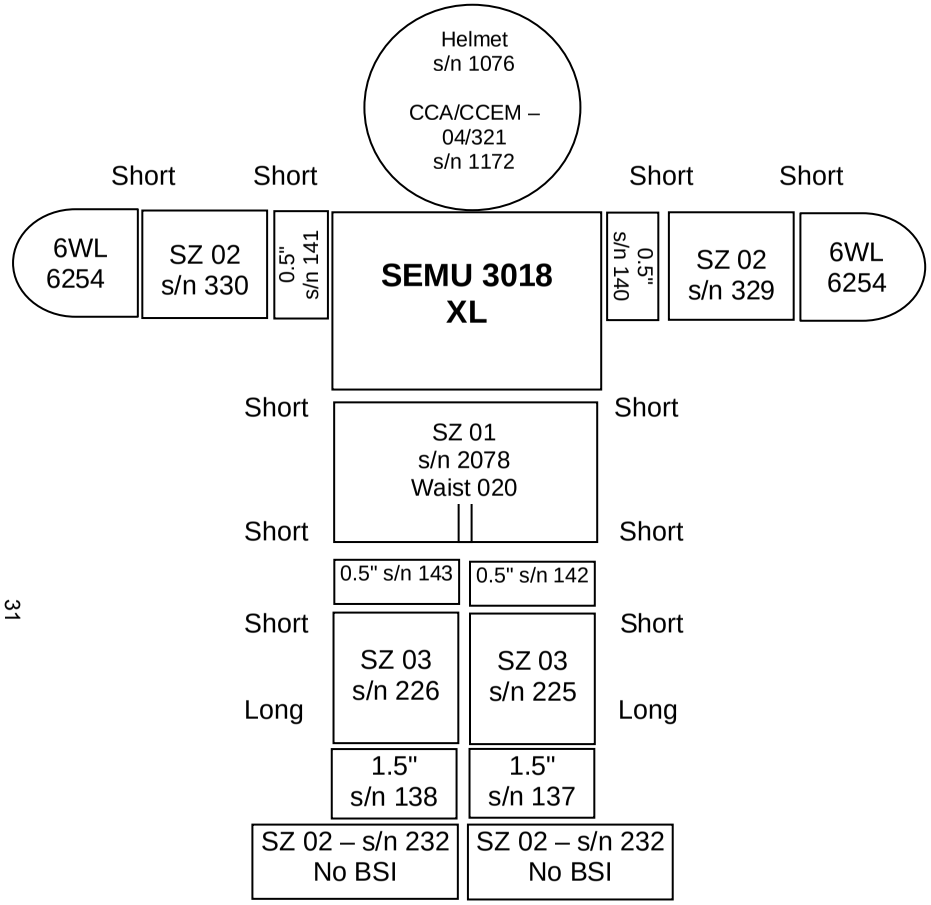
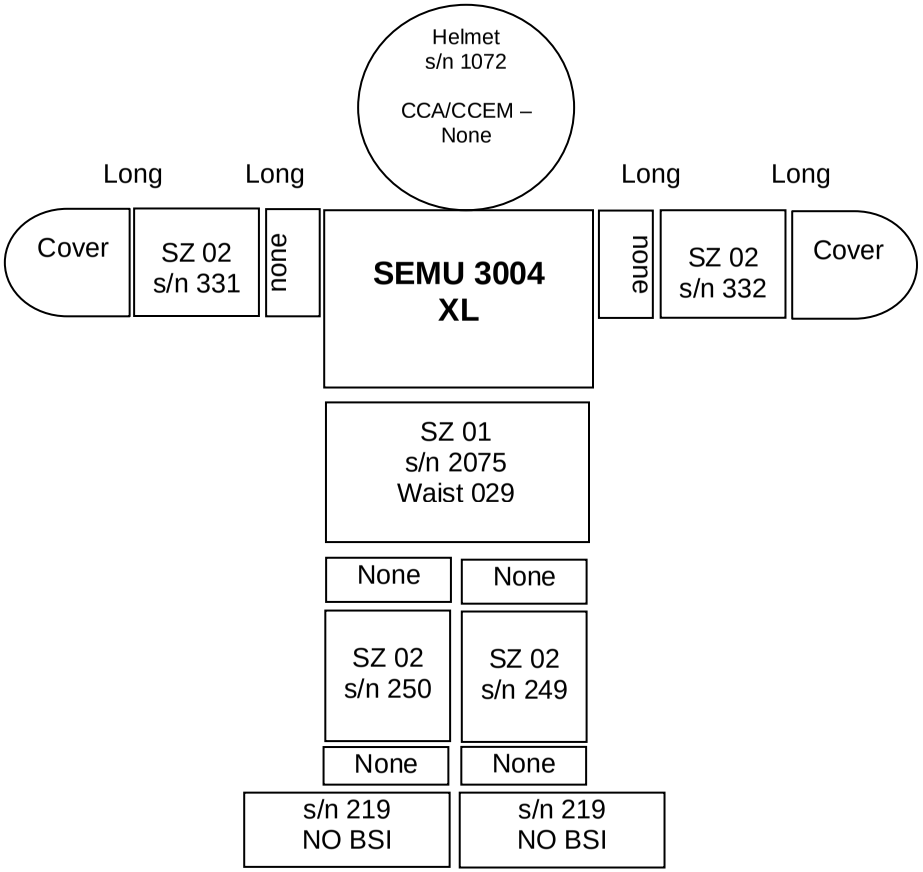

Figure 1 – Behnken (Be) – EMU 3018
Figure 2 – EMU 3004
Refer to Figure 1 for the final config of EMU 3018 and Figure 2 for the final config for EMU 3004.
1. The VIS Rotation Posts shown in Figures 2 and 5 of the relocation procedure must be protected from damage by taping bubble wrap around each post;